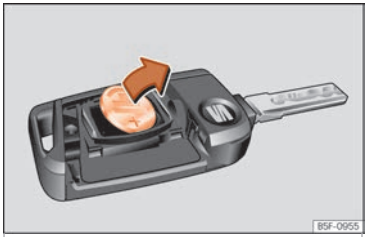

Fig. 146 Vehicle key: removing the battery.
- Extract the battery from the compartment using a suitable thin object ››› **Fig. 146**.
- Place the new battery in the compartment as shown ››› **Fig. 146**, pressing in the opposite direction to that shown by the arrow ››› ❗.